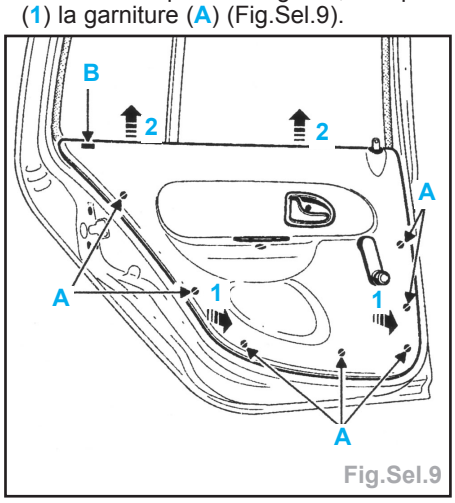

Fig.Sel.9
- A l'aide d'une pince à dégrafer, déclipser (1) la garniture (A) (Fig.Sel.9).